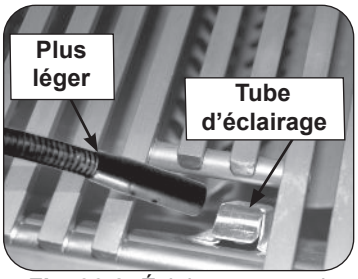

Fig. 36-2 Éclairage manuel via un tube d'éclairage
2. Passez un allumeur brûlant de butane de long-baril ou une allumette brûlante de long-tige dans la grille à cuire s'ouvrant au dessus du tube d'éclairage. (Fig. 36-2). Pour les brûleurs de dos ou les brûleurs infrarouges, maintenez la flamme contre la surface du brûleur de brûleurs arrière / infrarouge.